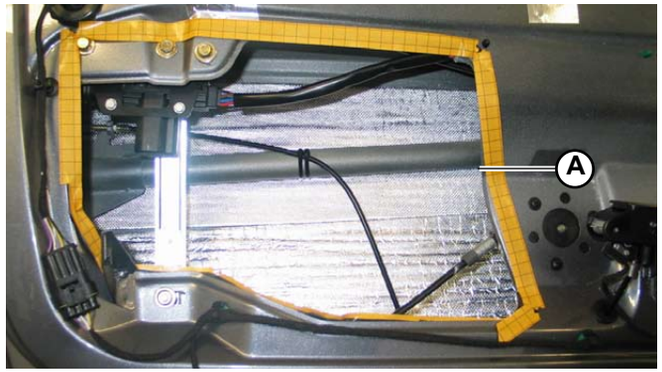

Fig.1
1. Arrange strips of butyl (**A-Fig.1**) around the perimeter of the housings to be covered with the panels.